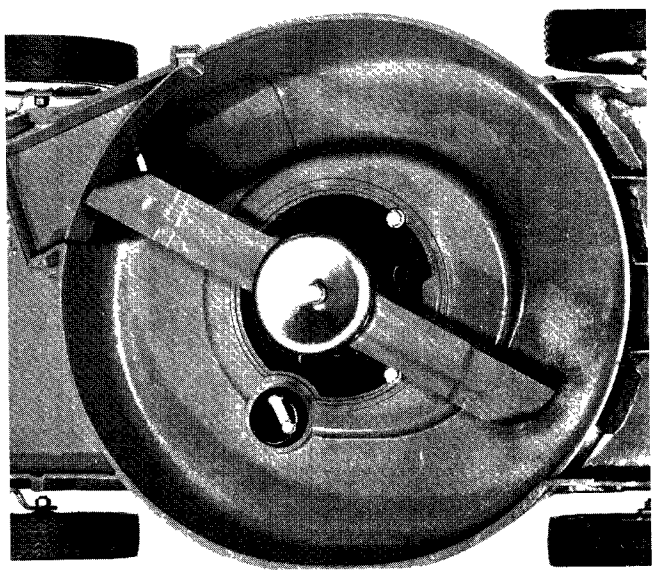

Figure 32
5. Clean underside of mower housing (Fig. 32): refer to Cleaning Mower Housing, page 15.
6. Check condition of blade and blade capscrew (Fig. 32): refer to Servicing Cutter Blade, page 16.